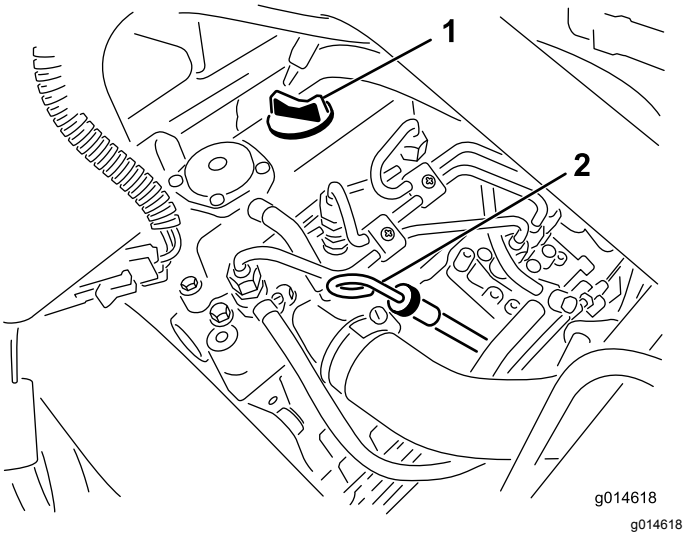

Figure 28
2. Retirez la jauge et essuyez-la sur un chiffon propre (Figure 28). Remettez la jauge dans